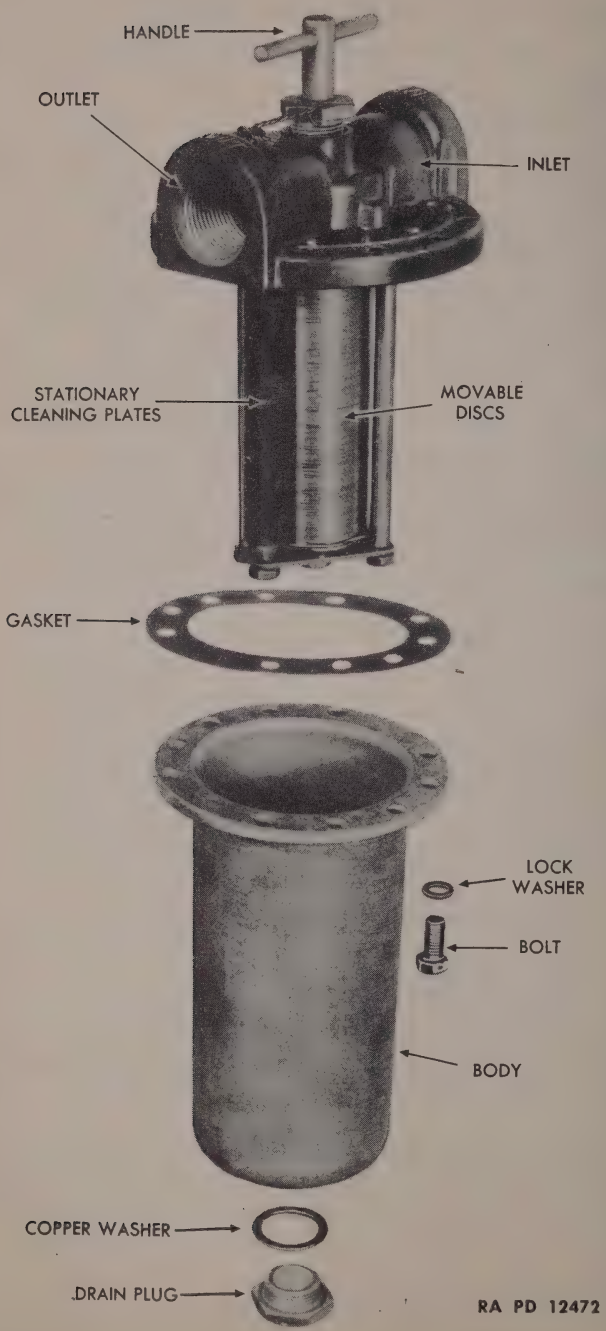

Figure 83—Component Parts of Disk-Type Filter
a. Description. Lubricating oil is cleaned by means of disk-type oil filter, located in the oil return line between the scavenging pumps and the oil cooler. The oil filter is in the right rear of the engine compartment, just inside and to the right of the right engine door, directly to the rear of the fuel filter (fig. 13). The oil enters the filter body and is forced up through the filter element or cartridge. The cartridge (fig. 83) consists of a series of fine, closely spaced, metal, slotted disks, which remove the impurities as the oil is forced between them. Stationary cleaner blades, which extend between the disks, remove the accumulated dirt from the edges of the disks when the cartridge is turned by means of an external filter handle. A complete turn in either direction is called for in the daily inspection. At the 50-hour inspection the filter should be drained and flushed. At the 100-hour inspection, the filter should be removed, disassembled and cleaned (fig. 83).